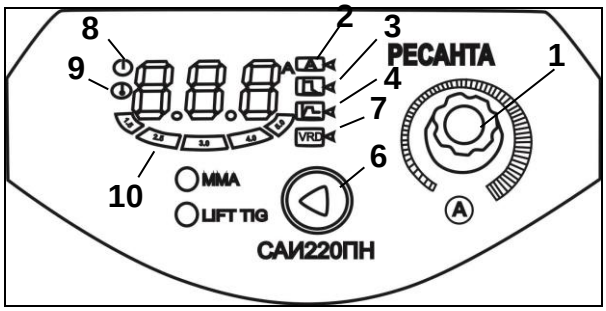

Рис.3 Элементы управления дисплеем САИ-220ПН и САИ-250ПН
6. Кнопка переключения между режимами ММА и Tig Lift (рис.3) (модели САИ-220ПН и САИ-250ПН).
7. Индикатор функции VRD – в моделях САИ-160ПН и САИ-190ПН VRD работает автоматически. В моделях САИ-220ПН и САИ-250ПН с помощью переключателя 1 (рис. 3) можно вкл/откл режим в зависимости от технологических задач.